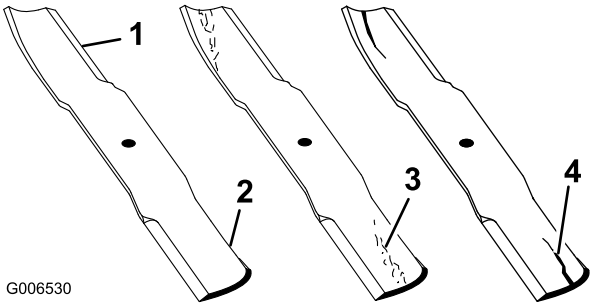

Figur 25
4. Undersök knivseggarna noggrant, i synnerhet där knivens flata och böjda del möts (Figur 25).
Obs: Kontrollera kniven innan du använder gräsklipparen eftersom sand och slipande material kan slita bort metallen som förenar knivens flata och böjda delar. Om du upptäcker slitage (Figur 25) ska du byta ut kniven. Se Ta bort kniven.
Om du låter en kniv bli sliten bildas ett spår mellan seglet och knivens flata del (Figur 25). Till slut kan en bit av kniven gå av och slungas ut från under kåpan och kanske skada dig eller kringstående allvarligt.